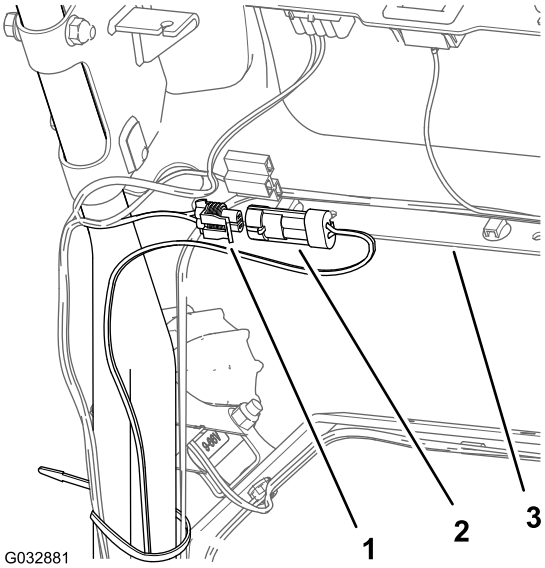

Figur 14
4. På baksiden av konsollen kobler du til kontakten med to pinner på ledningssatsen for LED-lyssettet i kontakten med to sokler på ledningssatsen for LED-lyset og den trådløse timeteller (Figur 14).